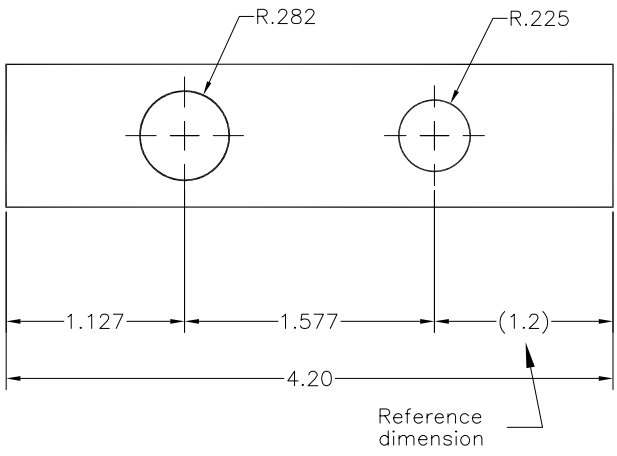

Figure 35-39 *Reference dimension*
13. When a dimension is not required but you want to give it for reference, it must be a reference dimension. The reference dimension must be enclosed with parentheses (Figure 35-39).